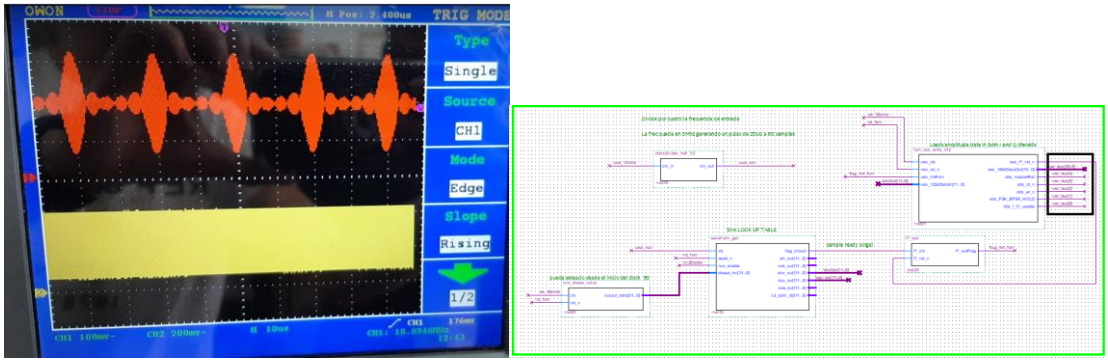

Figura 74: Modulación Sinc Free Running.
- Proyecto Secuencia ensayo, NCO y modulación por amplitud: Se deja corriendo la modulación Sinc libremente Figura 74, pasado un tiempo deja de modular, posible falla de sincronización en la FSM que carga los datos de amplitud en los registros. La señal pierde modulación, pero no queda con la última amplitud grabada. Vuelve a su condición de reset, amplitud máxima sin modulación. Módulo utilizado **fsm_osk_V12**, se corresponde con modular un canal (I) y el otro dejarlo en sin modulación (Q). Si se define una ventana de 20uS, dada la cantidad de estados de la fsm, se requieren de por lo menos 200nS para setear los registros de amplitud utilizando un clock del sistema de 50Mhz.